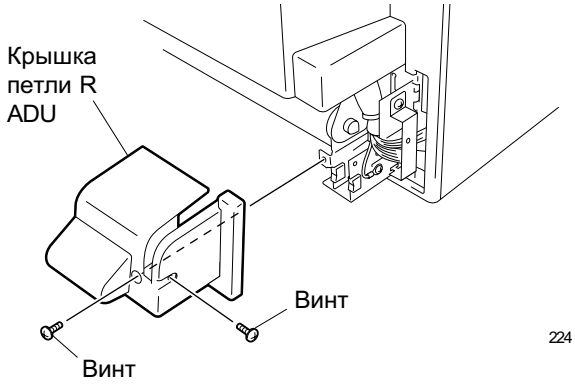

Fig. 6-2
2. Снимите крышку петли R ADU. (см. Fig. 6-2)